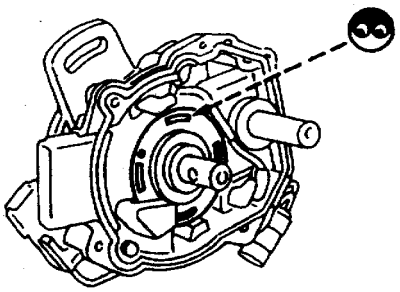

图 8－6－6　检查信号转子盘
③①，④②（180°信号）	万用表指针在 5V～0V 之间摆动
④①（1°信号）
①带三元触媒型。
②不带三元触媒型。
(4) 如图 8－6－6 所示，目视检查凸轮轴位置传感器信号转子盘是否积尘或损坏，必要时清洗或更换。